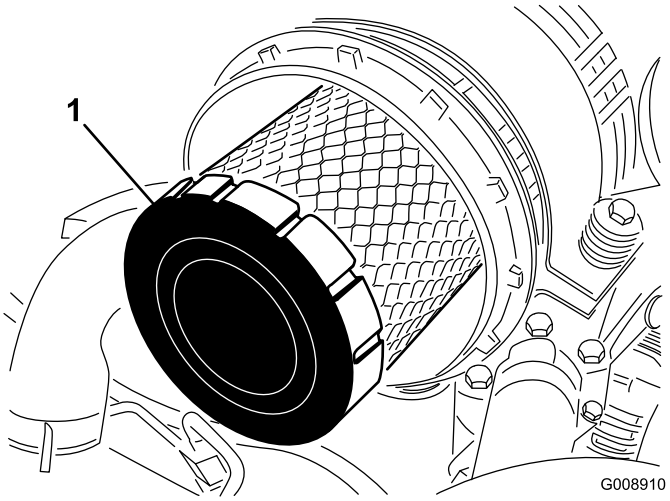

Figur 60
4. Ta bort och byt ut huvudfiltret (Figur 60).